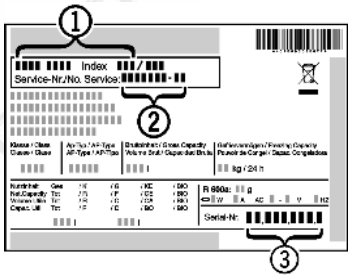

Fig. 13
- ▶ Наименование устройства *Fig. 13 (1)*, сервисный № *Fig. 13 (2)* и серийный № *Fig. 13 (3)* считайте с заводской таблички. Заводская табличка находится внутри устройства слева.
- ▶ Обратитесь в сервисную службу и сообщите вид неисправности, наименование устройства *Fig. 13 (1)*, сервисный № *Fig. 13 (2)* и серийный № *Fig. 13 (3)*.